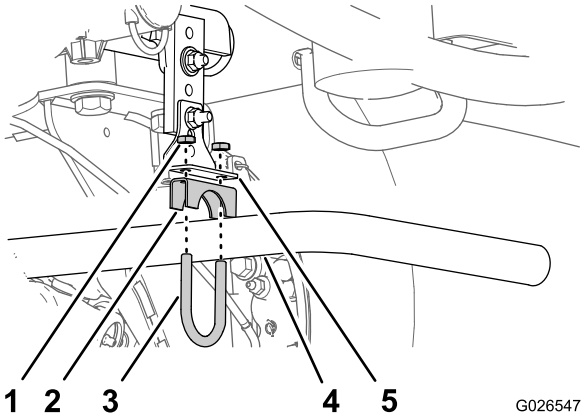
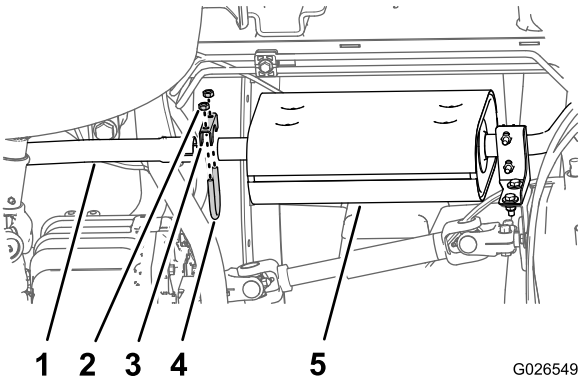

Figuur 2
Figuur 4
1. Verwijder aan de ophanging en beugel van de uitlaatpijp de 2 moeren, U-bout en zadelbeugel waarmee de uitlaatpijp aan de beugel is bevestigd (Figuur 2).
3. Verwijder de 2 moeren, U-bout en zadelbeugel waarmee de uitlaatpijp aan de uitgaande buis van de demper is bevestigd (Figuur 4).
4. Neem de uitlaatpijp van de machine en gooi de buis weg (Figuur 2 en Figuur 4).